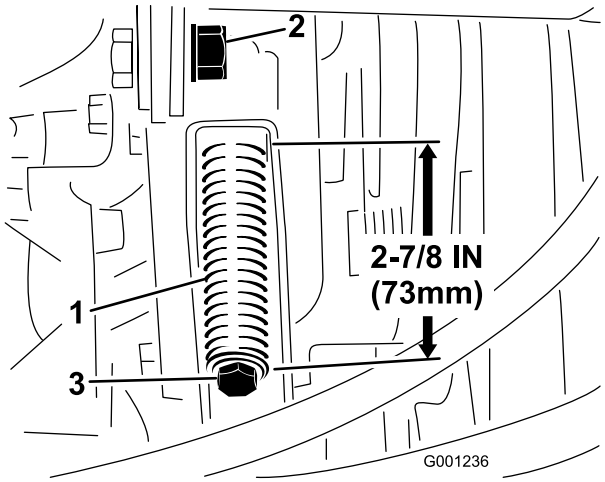

Figur 78
3. Løsn spændstangens kontramøtrik (Figur 78).
4. Brug en 1/2-tommes nøgle til at stramme eller løsne tilspændingsfjederen (Figur 78). Juster fjederlængden til 273 mm.
4. Brug en ½"-nøgle til at løsne tilspændingsfjederen (Figur 78) helt.
6. Monter kraftudtagets nye rem, og spænd remskivens fjeder til 73 mm (Figur 78).
7. Spænd kontramøtrikken (Figur 78), og luk motorhjelmen.